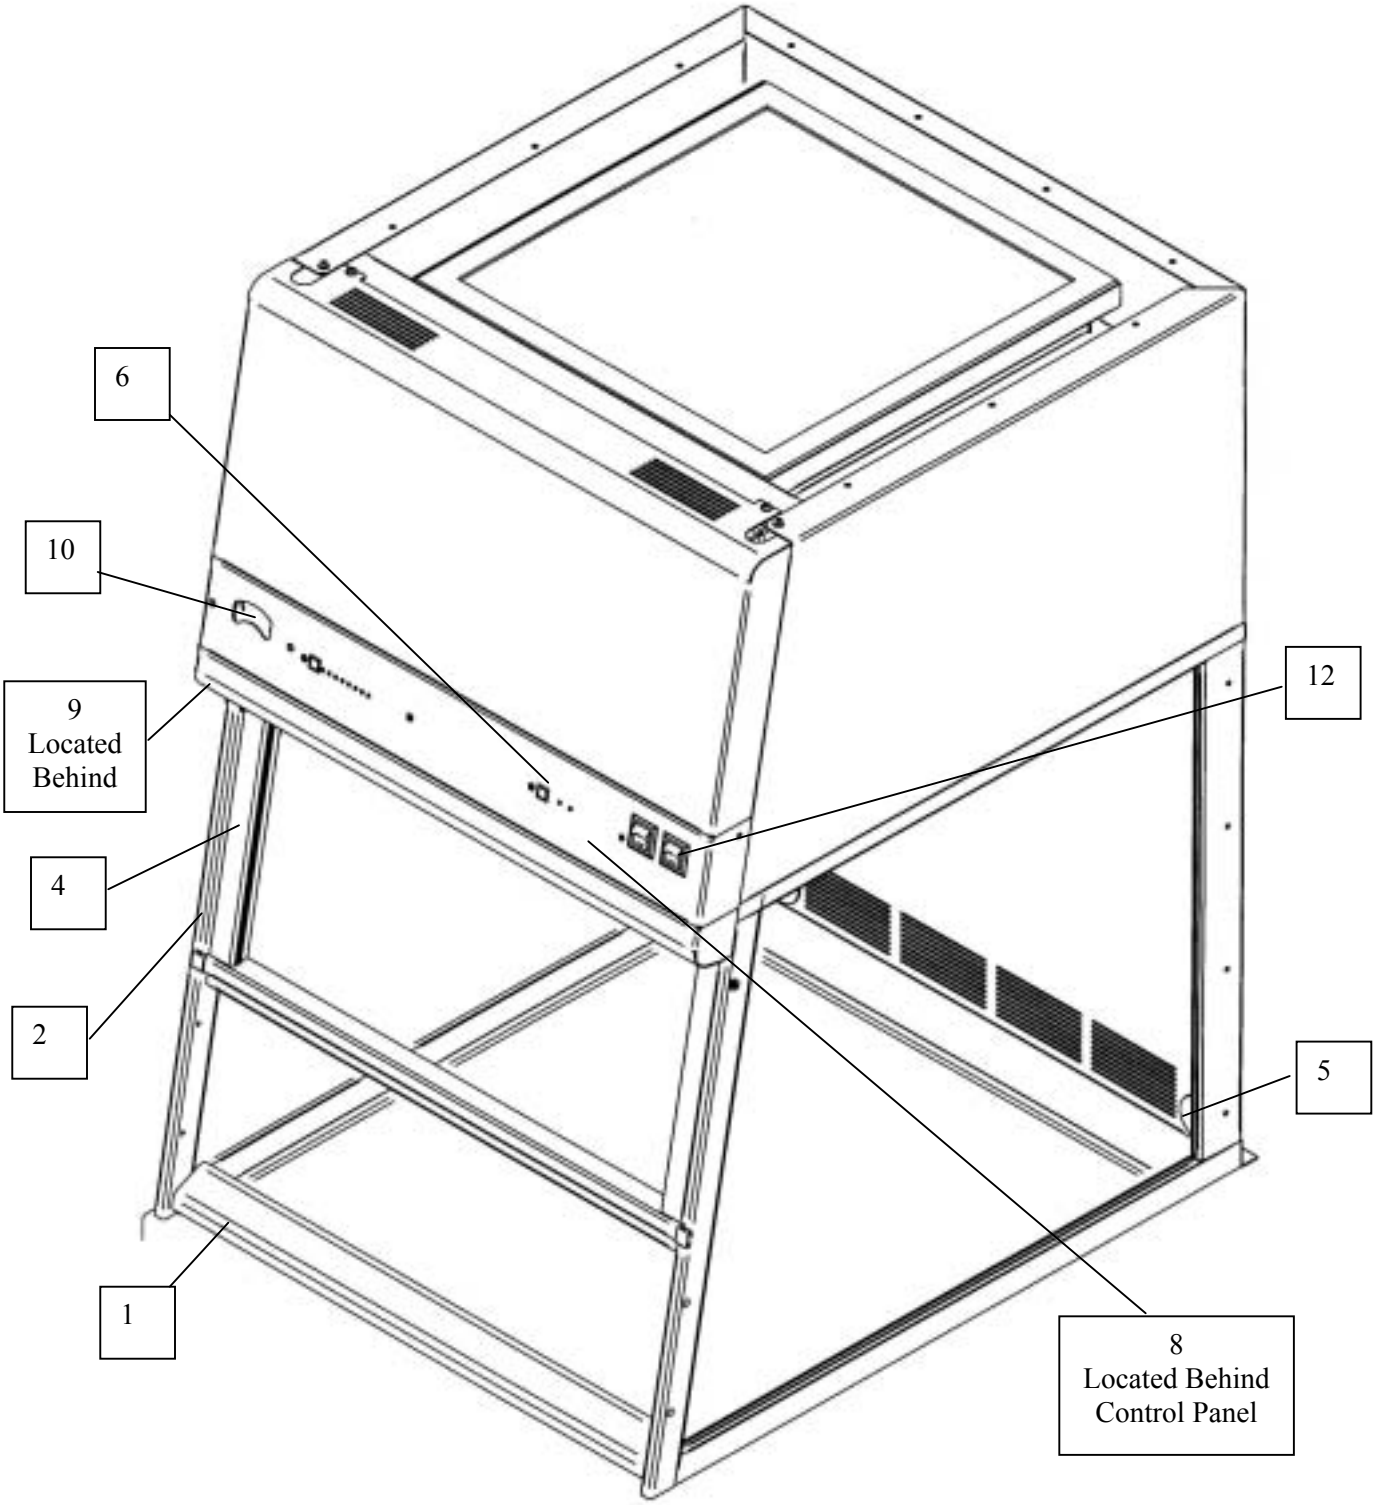

Figure 4-1
1. **Aerodynamic Lower Air Foil** allows air to sweep the work surface and promote ISO Class 5 air conditions inside the enclosure. See Figure 4-1.
2. **Ergonomic Slope** of 10 degrees provides maximum visibility and comfort, reduces glare, thereby minimizing operator fatigue. See Figure 4-1.
3. **Internal Depth of 25"** provides necessary depth to work inside the enclosure. See Figure 4-1.
4. **Safety Glass Sash with Spring-Loaded Latch** has a wiping seal and features a spring-loaded latch to secure sash open for loading and cleaning. The sash must be down for normal operation. See Figure 4-1.
5. **Utility Ports with Iris** allows electrical cords and data cords to pass through the back of enclosure without leaving a large hole. The enclosure ships with solid plugs. Iris plugs are included with the User's Manual. See Figure 4-1 and 4-2.
6. **Optional Guardian™ Airflow Monitor** continuously monitors airflow. An audio/visual alarm alerts the user to low airflow conditions. The Guardian™ Airflow Monitor is an available option on all Vertical Clean Bench models. See Figure 4-1 and 4-2.
9. **Fluorescent Lamp** is located above the work area, out of contact with the clean air. A safety glass window beneath the lamp distributes the light evenly across the work surface. See Figure 4-1.
10. **Filter Pressure Gauge** indicates the pressure across the HEPA filter to help predict HEPA filter loading. See Figure 4-1.
11. **Filter Clamping Bolt** evenly seals the HEPA filter to the frame of the enclosure. See Figure 4-1 and 4-2.
12. **Control Panel**. The control panel, which is located above the sash, contains the filter pressure gauge, control switches and electronics. See Figure 4-1.